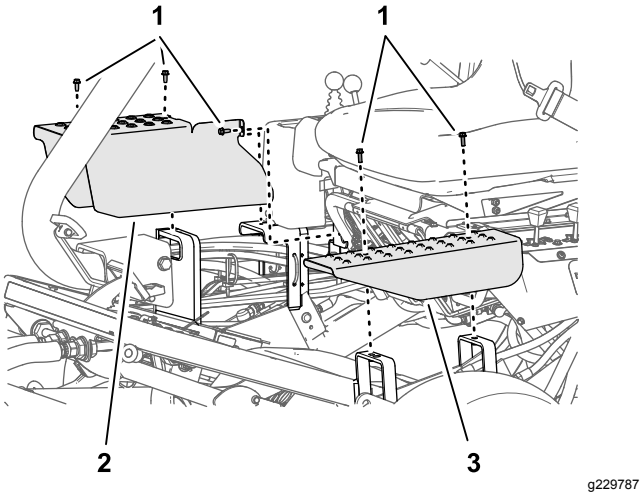

Figur 51
2. Ta bort skruvarna som fäster skyddsplåten vid luftcylindern som du justerar från stödfästena i chassit (Figur 51).